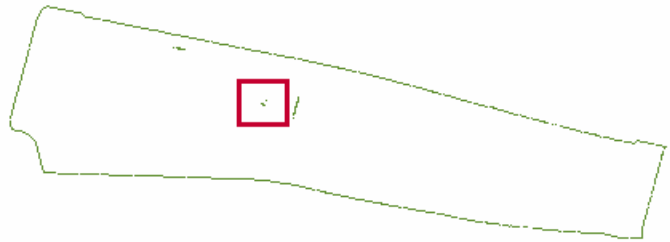

Figure 19. Zone in the mesh to zoom in.
1. With the option **View→Zoom→In**, magnify the zone illustrated in Figure 19.